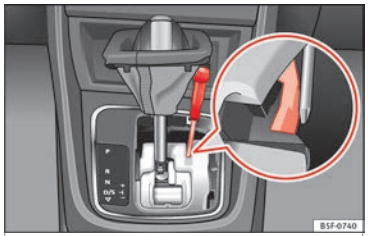

Fig. 55 Palanca selectora: desbloqueo de emergencia en la posición de aparcamiento.
- Con ayuda de un destornillador, presione lateralmente la pestaña amarilla de desbloqueo y manténgala presionada »» **fig. 55** .
- Pulse la tecla de bloqueo de la palanca selectora (A) y desplace la palanca selectora hasta la posición **N**.